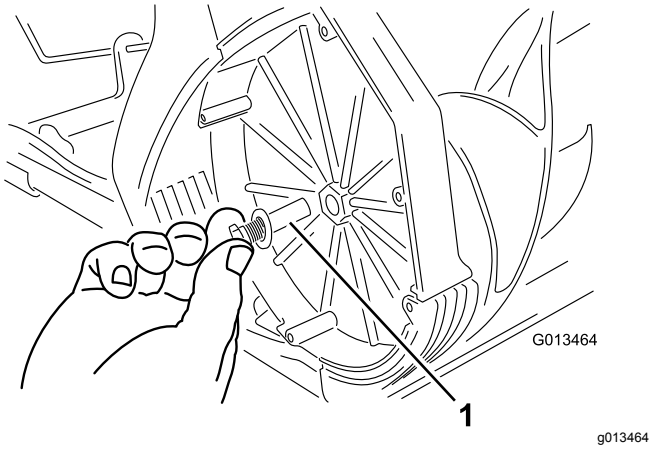

Figuur 16
2. Verwijder de rotorpen (Figuur 16).